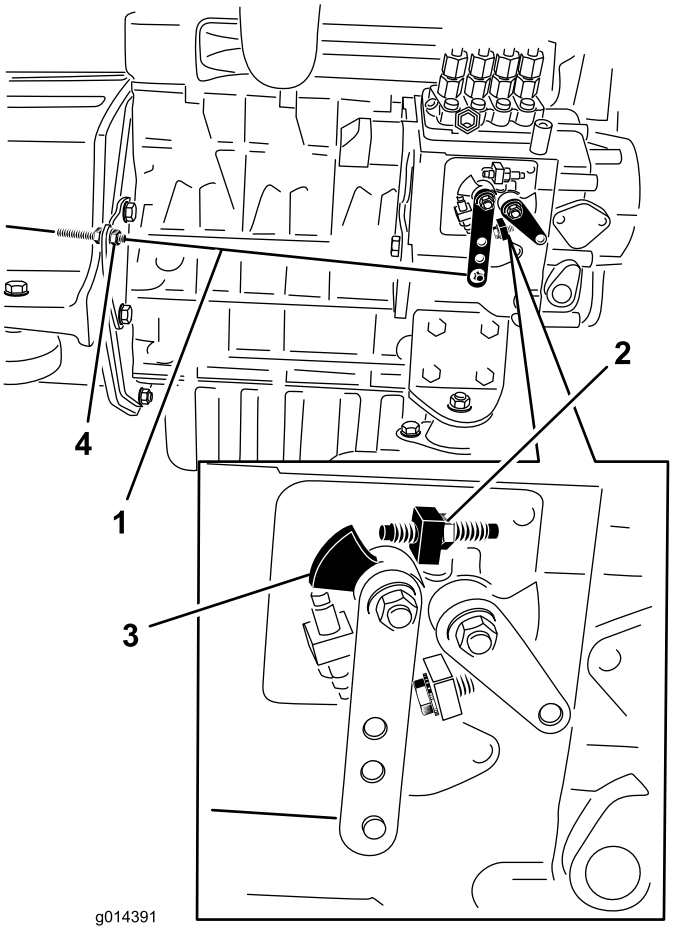

Figur 46
2. Kontrollera växelväljarspakens läge på motorns bränsleinsprutningspump. Växelväljarspaken ska ha kontakt med höghastighetsskruven när gasreglaget är i det SNABBA (spärrade) läget (Figur 46).
3. Du kan vid behov justera gasvajerns kontramuttrar tills växelväljarspaken får kontakt med höghastighetsskruven när gasreglaget är i det SNABBA (spärrade) läget (Figur 46).